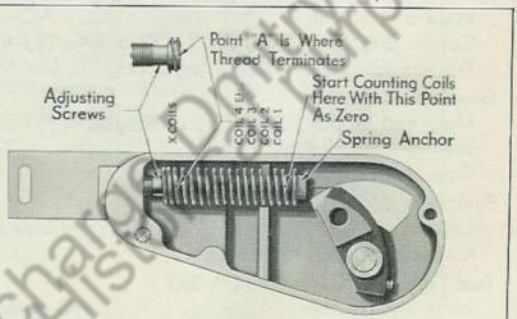

Fig. 42 Operating Spring Coil Diagram
8. Attach cam ribbon (17) to retaining pin on cam (15) and install clip (14).
9. Rotate throttle valve plate (11) to separate coils of operating spring (18) as illustrated in Figs. 42 and 43 and count **Active** coils of spring in manner illustrated in Fig. 43. Active coils begin at cam ribbon anchor and end at beginning of adjusting screw pilot threads and are clearly illustrated in Fig. 42. Using 1/8" hex set screw wrench turn adjusting screw (21) into operating spring (18) until number of **Active** coils remaining in operating spring is as given in "Specifications" at end of this group. **This Adjustment Is Very Delicate and Must Be Made Accurately and According to Specifications.**